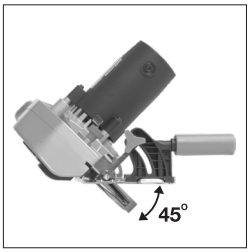

Fig. 8
- Tilt the saw body to the required angle **(Fig. 8).**